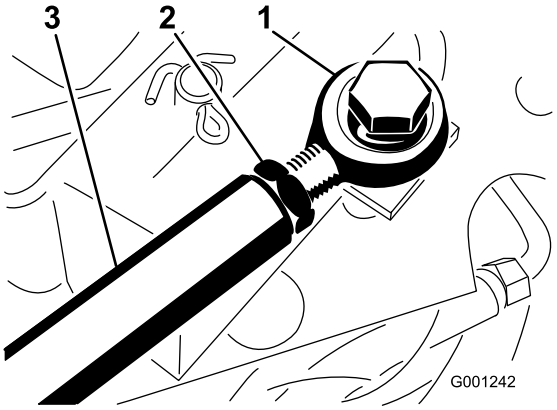

Figuur 82
Als verdere afstelling nodig is, moet u de tractiestang (Figuur 82) als volgt afstellen:
2. Draai de contramoer los waarmee het uiteinde van de stang is bevestigd aan de tractiestang (Figuur 82).
4. Zet de contramoer (Figuur 82) vast en bevestig het uiteinde van de stang aan het tractiepedaal met de bout en moer die verwijderd heeft om de hoek van het voetpedaal te fixeren.